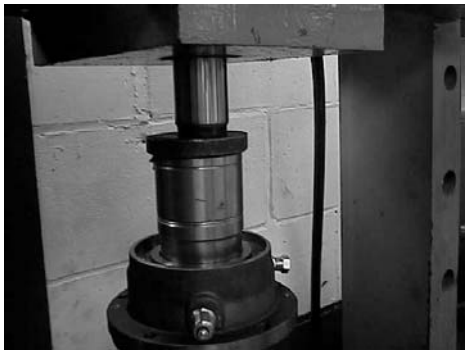

Fig. 35
8.04 Drive Shaft and Rear Race Assembly can be located on Bearing Housing shoulder by use of a press. - **Fig. 35**